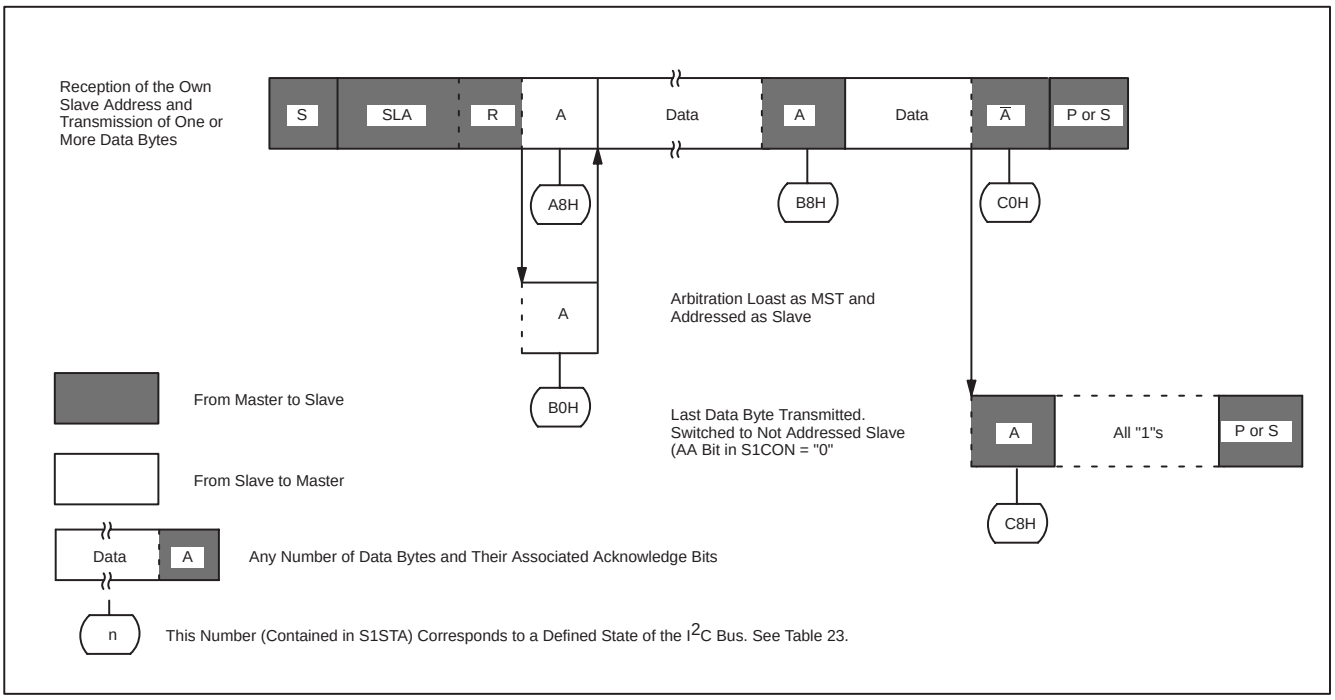

Figure 23. Format and States of the Slave Transmitter Mode
When SIO1 is in the addressed slave transmitter mode, state C8H will be entered after the last serial is transmitted (see Figure 23). When SI is cleared, SIO1 leaves state C8H, enters the not addressed slave receiver mode, and the SDA line remains at a high level. In state C8H, the AA flag can be set again for future address recognition.
In the slave transmitter mode, a number of data bytes are transmitted to a master receiver (see Figure 23). Data transfer is initialized as in the slave receiver mode. When S1ADR and S1CON have been initialized, SIO1 waits until it is addressed by its own slave address followed by the data direction bit which must be "1" (R) for SIO1 to operate in the slave transmitter mode. After its own slave address and the R bit have been received, the serial interrupt flag (SI) is set and a valid status code can be read from S1STA. This status code is used to vector to an interrupt service routine, and the appropriate action to be taken for each of these status codes is detailed in Table 23. The slave transmitter mode may also be entered if arbitration is lost while SIO1 is in the master mode (see state B0H).